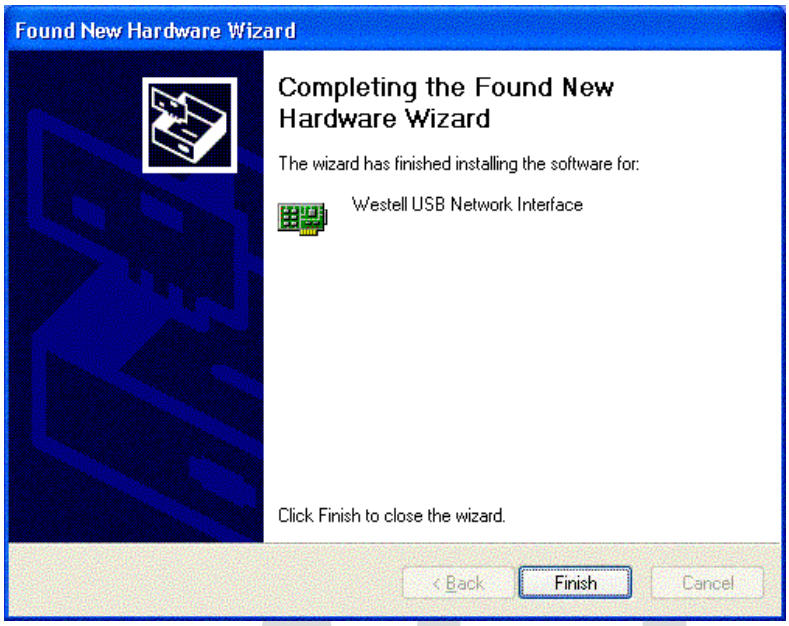

Figure 28. Windows XP
2. **Windows XP**: The window below confirms that the PC has finished loading the drivers (Figure 28). Click **Finish**.